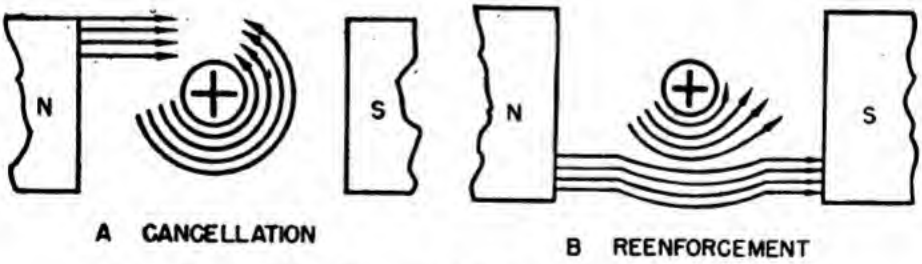

Figure 114.—Conductor's and magnet's fields.
ducing a STRONG resultant field or else they must CANCEL each other producing a WEAK resultant field. *A* of figure 114 shows what happens above the wire. The two magnetic fields are meeting head-on. It's like two autos meeting head-on—the
*B* of figure 114 shows what happens below the wire. The two magnetic fields are blending together. It's like two autos meeting front to rear—their forces add. This addition of flux lines results in a STRONG and BENT field BELOW the conductor.